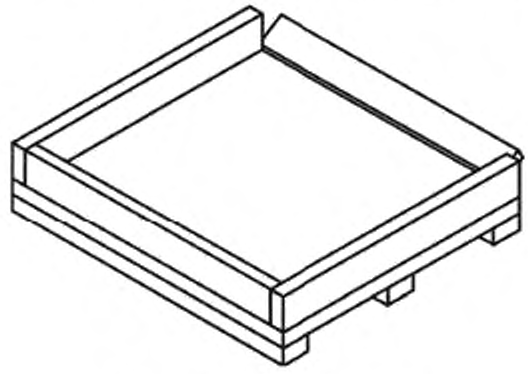

Рисунок 42 — Отгибаемая кромка
6.2.4 **отгибаемая кромка:** Отгибаемая выступающая часть верхнего настила картонного поддона, предназначенная для фиксации (удержания) груза (см. рисунок 42).